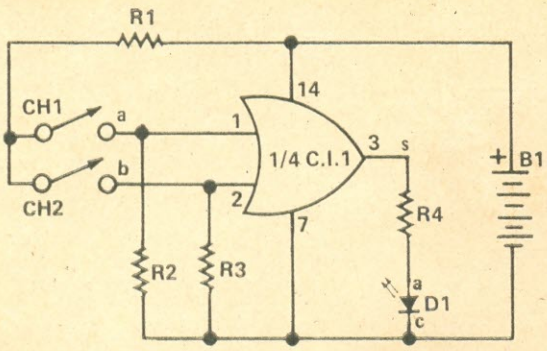

FIG. 7 — Circuito simples que possibilita verificar a tabela de de verdades do operador "OU".
vés do "circuitinho" da Fig. 7, no qual fica convencionado o seguinte: se o diodo fotemissor ("LED") D1 emitir luz é sinal de que a saída se encontra em nível alto (H); se não emitir, o nível lógico de saída é baixo (L). Os resistores R2 e R3 garantem o nível lógico L, respectivamente nas entradas "1" e "2" (Fig. 7), quando nenhum dos dois interruptores (CH1 e CH2) se encontrar acionado. Como sabemos, se uma entrada TTL ficar "voando" (sem ligação), ela interpretará isto como sendo um nível H. Daí a necessidade dos resistores R2 e R3 no circuito da Fig. 7.